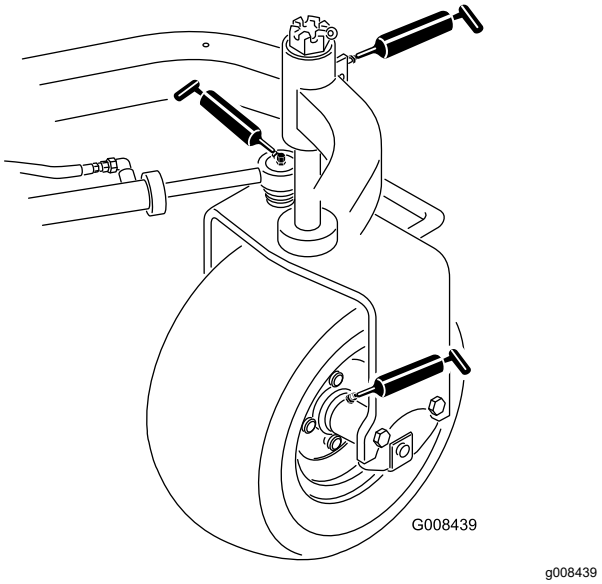

**Figuur 26**
- Wielnaaf achter (1) (Figuur 26)
- Zwenkwiellager (1) (Figuur 26)
- Stuurcilinder (2) (Figuur 26)